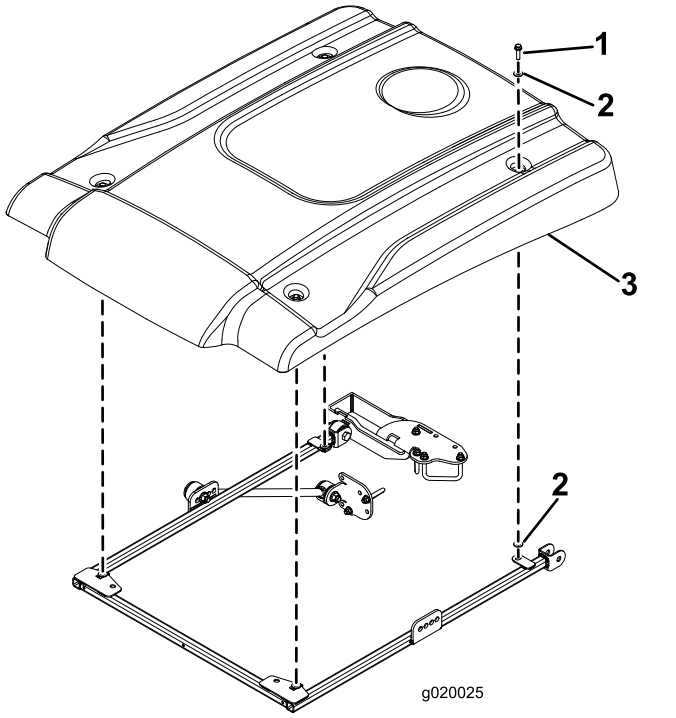

Figur 10
15. Når du justerer monteringshullerne, skal du anbringe solskærmen på rammen som vist i Figur 10.
16. Fastgør hvert hjørne af solskærmen løst på rammen med en flangehovedbolt (5/16 x 1-1/4 tommer) og 2 små spændeskiver (Figur 10). Anbring en spændeskive på hver side af solskærmens gummikrans.